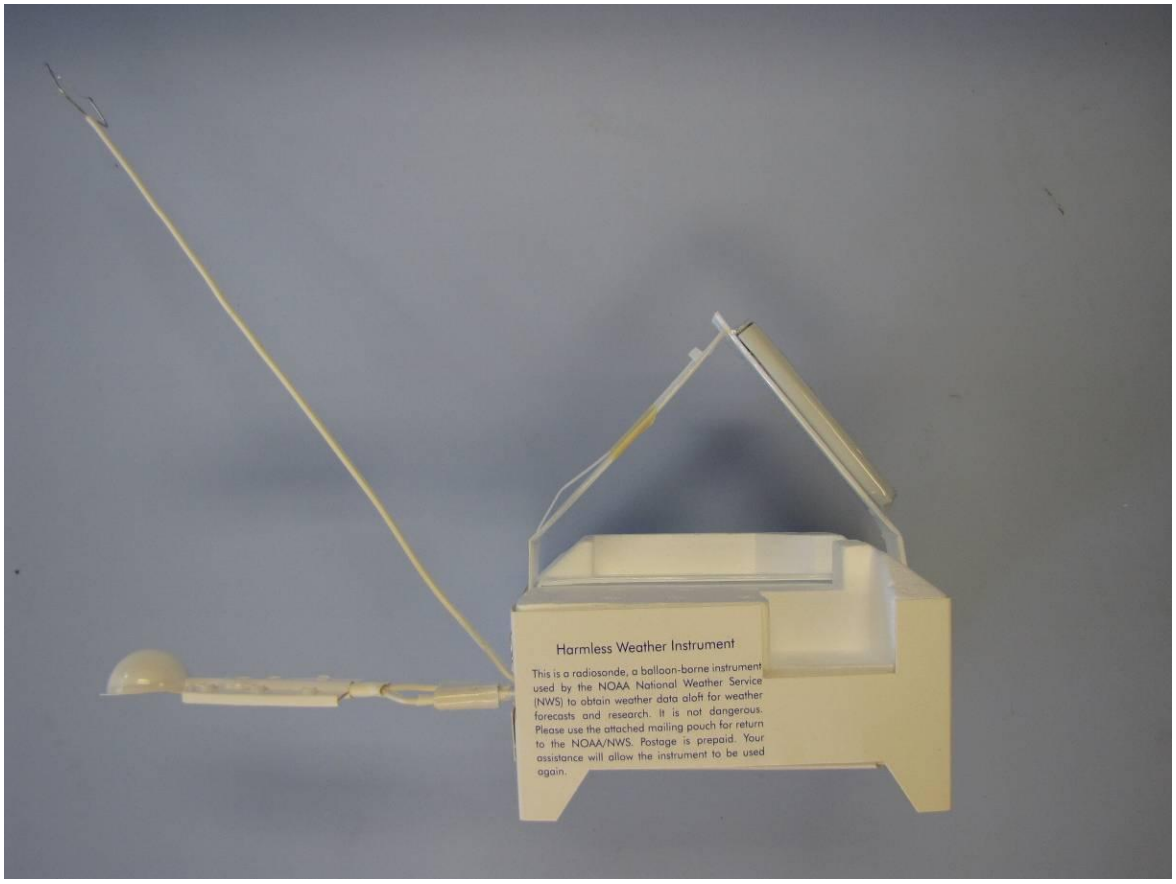

Figure 1 – Unpacked Radiosonde with Sensors Deployed
1. Remove the radiosonde from the plastic bag and deploy the temperature sensor and RH sensor as seen in figure 1. Also remove the smaller plastic bags that cover the sensors themselves and discard.